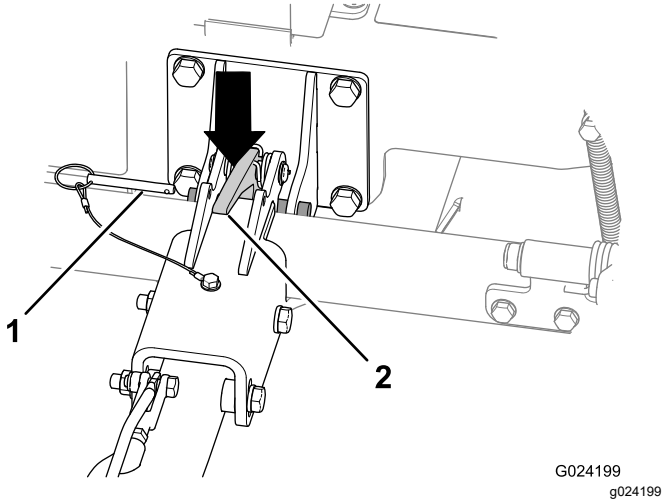

**Рисунок 21**
2. Извлеките стопорный штифт (Рисунок 21).
4. Нажмите на фиксатор сцепки, чтобы расцепить сцепку (Рисунок 21).